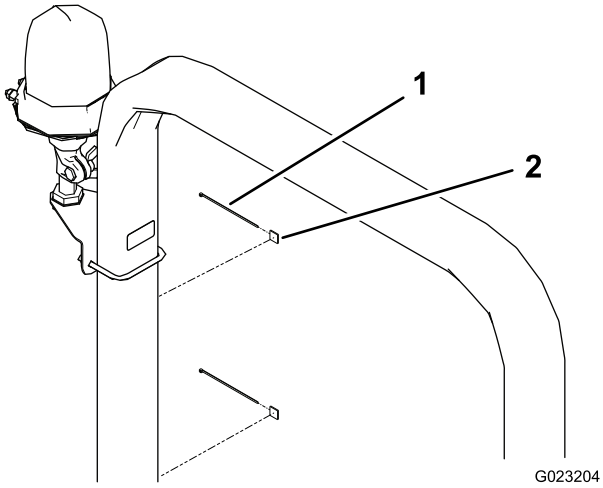

Figure 38
17. Route the wiring harness up the ROPS or cab post and plug it into the beacon socket (Figure 38).
18. Affix the 3 mounting pads to the ROPS or cab post, and secure the wiring harness to the pads with 3 cable ties (Figure 38).